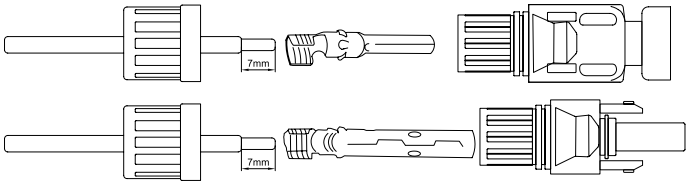

Figure 2.12 Connector Cap Nut
1) Strip about 7 mm of insulation off DC wire and remove connector cap nut (See Figure 2.12).